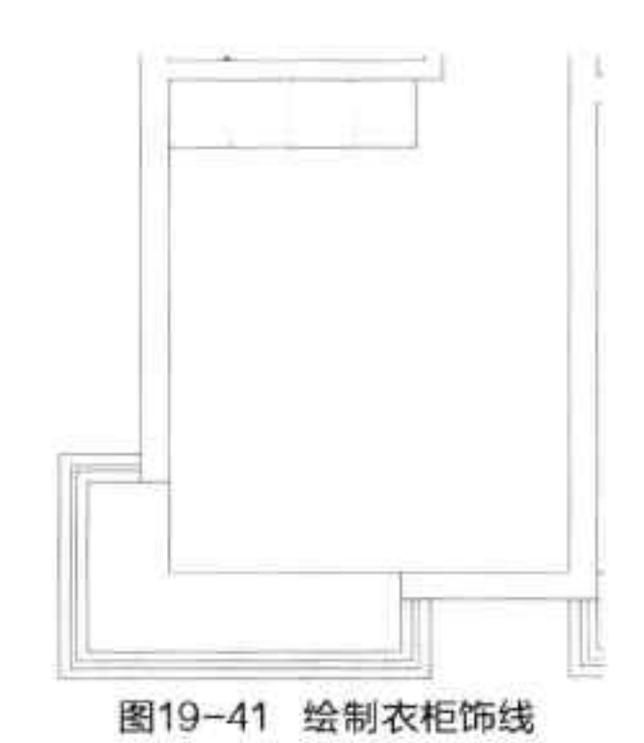

图19-41 绘制衣柜饰线
Step 08 执行“直线”命令，绘制衣柜的内部饰线，如图 19-41 所示。